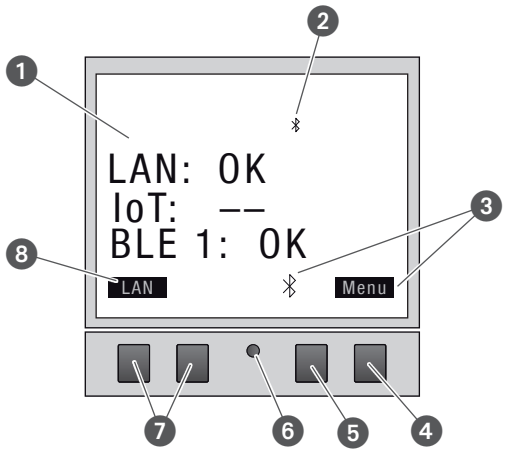

Fig. 2: Estructura del display
Indicadores de función de los dos botones derechos (fig. 2/❹ + ❺)
Indicadores de función de los dos botones izquierdos (fig. 2/❼)
La estructura del menú aparece en el display al pulsar el botón de menú (fig. 2/❹).